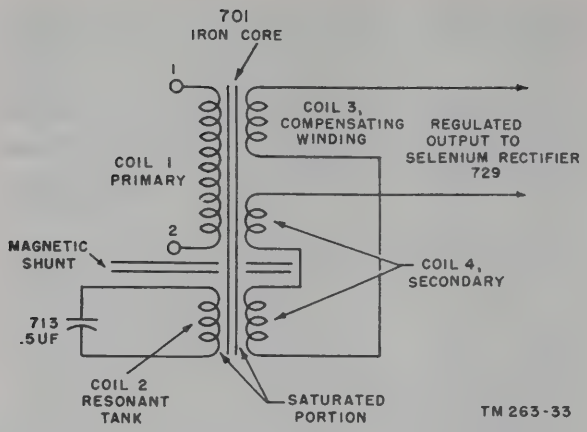

Figure 100. Constant voltage transformer 701.
a. The filaments of the transmitter tubes receive their power from power transformer windings with taps marked 12 and 13 connected in series. This combined voltage is then fed to taps 1 and 2 of a special constant-voltage step-down transformer, 701. This transformer acts to keep the output voltage to selenium rectifier 729 constant, regardless of battery voltage changes within certain limits (fig. 100). Input voltage to the transformer is applied to the primary, coil 1.